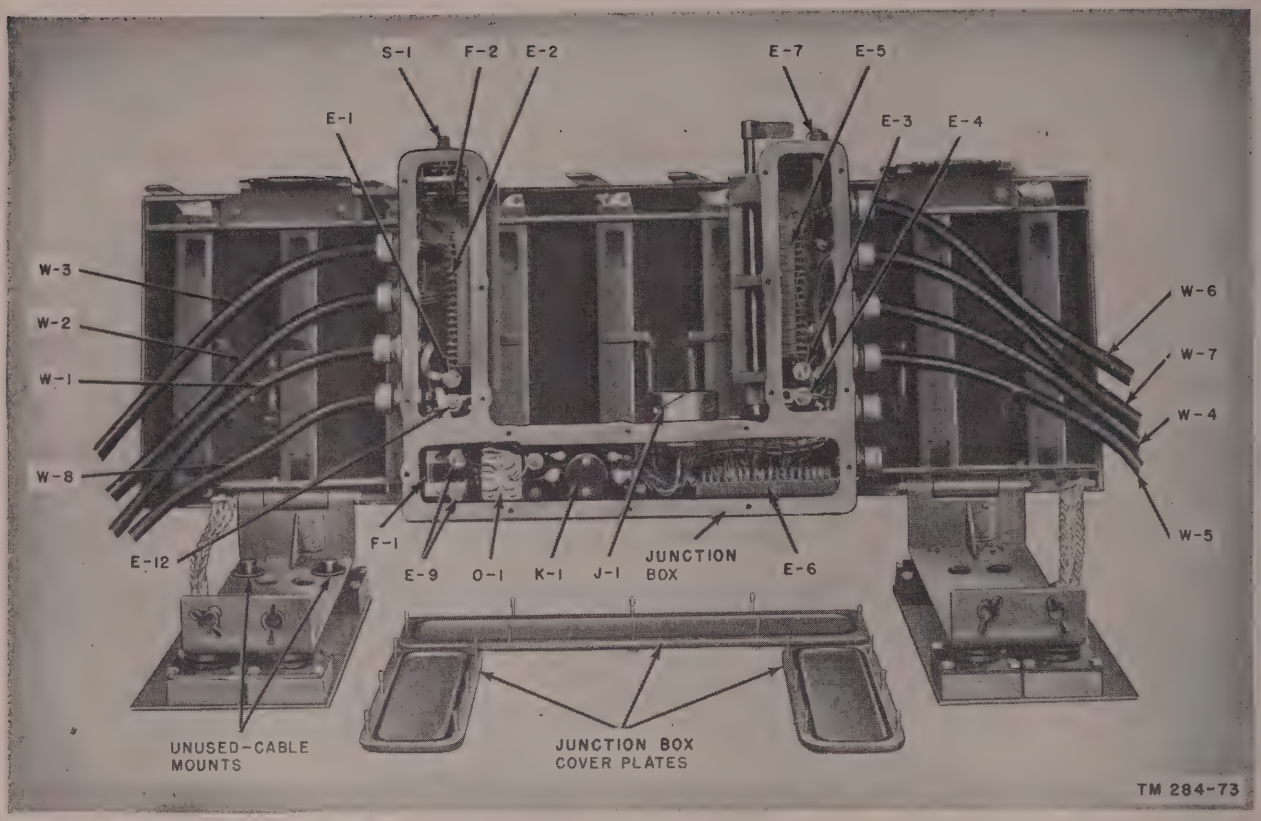

Figure 19. Mounting MT–297/GR, open view.
b. Loosen the four wingnut fasteners which hold the mounting table firm against the shock mounts. Swing the mounting table back on its hinges to make the junction box available. Remove the three cover plates from the junction box (fig. 19).
e. Loosen the bondnut on the cable clamp at one of the unused cable entries on the right-hand side of the junction box (fig. 19). Remove the nut, metal ring, and rubber washer from the cable clamp and slip them over the prepared end of the cable in the same order (nut, ring, and washer). (The rubber plug which will be found in the cable entry is for waterproofing an unused entry; it will not be required in the final assembly.)
f. Insert the prepared end of the cable through the cable entry and solder the individual conductors to the terminals of terminal board E–6 in the mounting (fig. 19); observe the color coding indicated in figure 21. The cable should be inserted until the outer insulation protrudes on the inside of the junction box. Sufficient slack should be allowed for all terminal connections.
h. Before replacing the covers on the junction box, check the tightness of the solderless connectors, E–1, E–3, E–4, E–9, and E–12 (fig. 19). Cable compression can cause these connectors to become loose over a period of time. The fuse may be checked at this time also.
j. In Radio Sets AN/VRC–13, –14, and –15, which do not use an auxiliary receiver, fasten the two receiver cables (W–1 and W–2 in fig. 19) to the unused cable mounts (fig. 19).
o. Connect the battery cable (W–8 in fig. 19) in accordance with instructions furnished with the